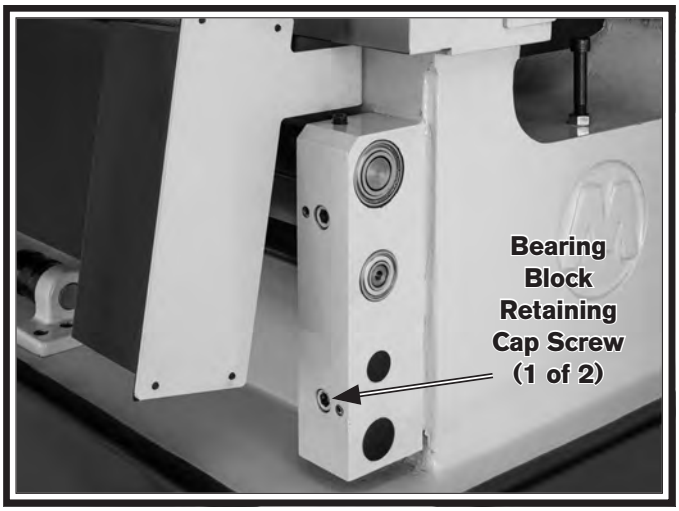

Figure 90. Leadscrew feed rod bearing block.
8. Remove two cap screws holding bearing block (see **Figure 90**) to side of bed.